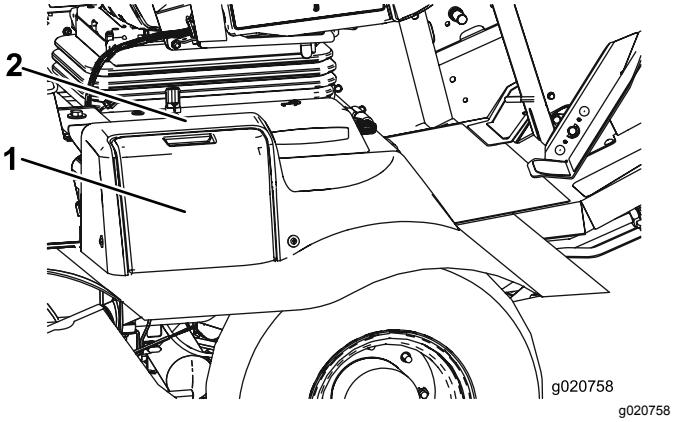

Figur 61
1. Åpne batteridekselet på siden av kabinettet (Figur 61).
Merk: Trykk ned på den flate overflaten over batteridekselet for å gjøre det enklere å fjerne dekselet (Figur 61).